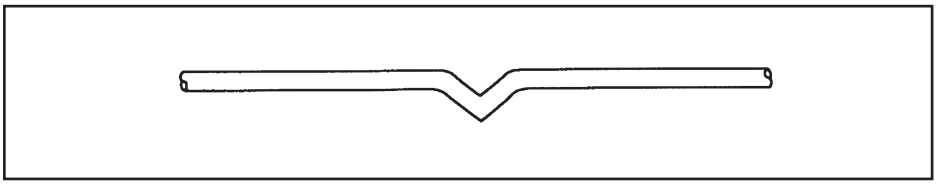

Figure 2.
- Une déformation du câble. Reportez-vous à la figure 2.